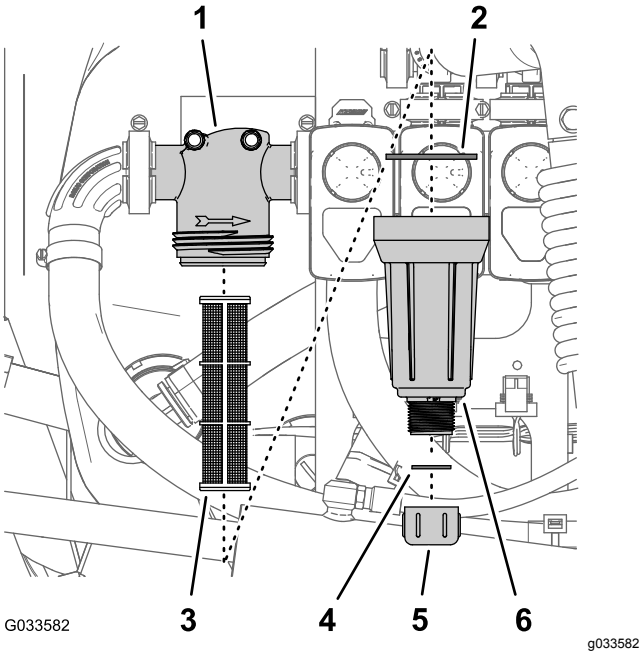

Figur 97
2. Anbring en dræningsbakke under trykfilteret (Figur 97).
3. Drej aftapningsdækslet mod urets retning, og tag den ud af trykfilterets skål (Figur 97).
4. Drej skålen mod urets retning, og fjern filterhovedet (Figur 97).
5. Fjern trykfilterelementet (Figur 97).
7. Kontroller aftapningsproppens pakning (inden i skålen) og skålens pakning (inden i filterhovedet) for skader og slid (Figur 97).
8. Monter trykfilterelementet i filterhovedet (Figur 97).
9. Monter skålen på filterhovedet, og stram med hånden (Figur 97).
10. Monter aftapningsdækslet på fittingen i bunden af skålen, og stram dækslet med hånden (Figur 97).